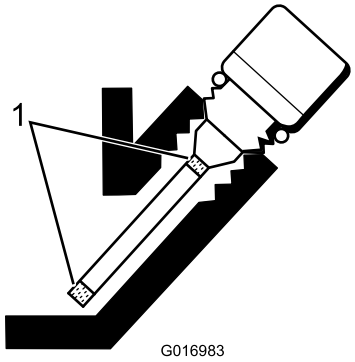

Figur 23
5. Hvis oliestanden er lav, skal du fylde så meget olie på, at standen er mellem mærkerne på målepinden (Figur 23). **Fyld ikke for meget på.**